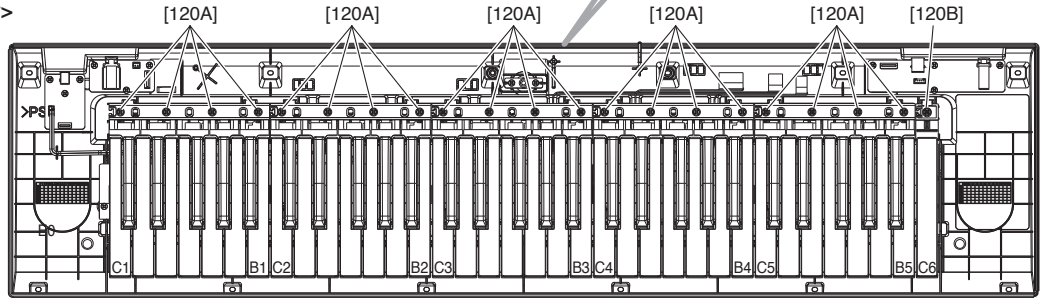

Fig. 7（図7）
11-2 Remove the four (4) screws marked [120A] fixing the white and black keys for each octave (C through B), then remove the white and black keys for one (1) octave. (Fig. 7)
11-3 For the C6 keys, remove the screw marked [120B], lift the rear part, and then pull and slide the keys toward you for removal. (Fig. 7)
11-2 各オクターブ(C～B)の白鍵、黒鍵を止めている[120A]のネジ4本を外して、1オクターブ分の白鍵、黒鍵を外します。(図7)
11-3 C6鍵の場合は、[120B]のネジ1本を外して、後部を持ち上げてから、手前にスライドさせて取り外します。(図7)